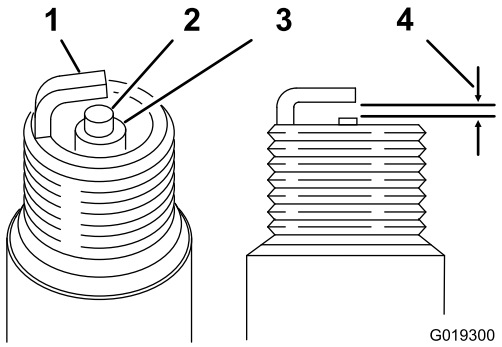

Figure 57
1. Examinez le centre de la bougie (Figure 57). Si le bec isolant est recouvert d'un léger dépôt gris ou brun, le moteur fonctionne correctement.
2. Avec une jauge d'épaisseur, mesurez l'écartement entre l'électrode latérale et l'électrode centrale (Figure 57).